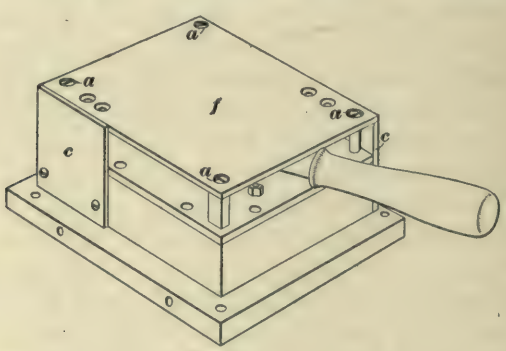

FIG. 33.
**29. The General-Electric Switch.**—Fig. 33 shows one type of General-Electric switch very much used; the interior of this switch is readily exposed to view by remov-